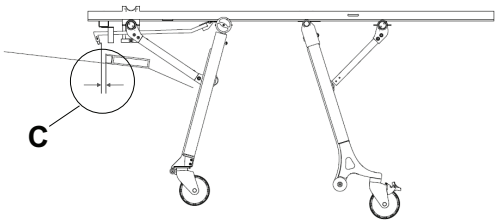

Figure 15 – Espacement entre le crochet de sécurité et la plaque d'arrêt
- L'espacement horizontal (C) entre le crochet de sécurité et la plaque d'arrêt est suffisant pour le déchargement (Figure 15)